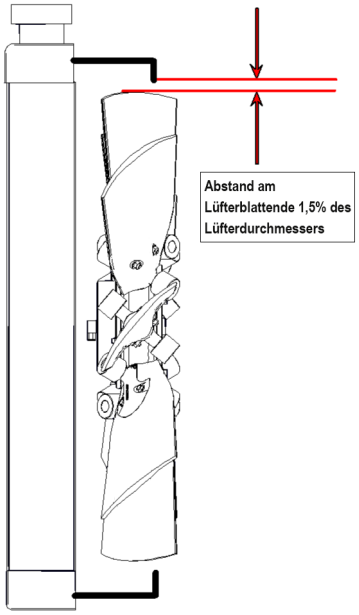

Abbildung 9
4. Drehen Sie den Lüfter von Hand und überprüfen Sie ihn auf Behinderung. Schließen Sie den Pneumatik- bzw. Hydraulikschlauch an den Lüfter an und führen Sie eine Endkontrolle durch. Drehen Sie den Lüfter mit umgekehrtem Blattwinkel von Hand und überprüfen Sie ihn auf Behinderung und richtigen Abstand der Blattenden. Flexxaire empfiehlt als Abstand 1,5% des Lüfterdurchmessers. Möglicherweise benötigt Ihre Konfiguration zusätzlichen Sicherheitsabstand. Siehe Abbildung 9.